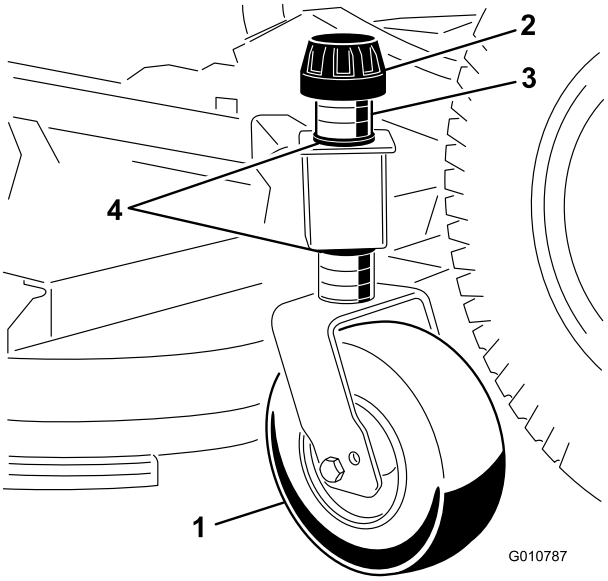

Figur 9
1. Fjern strammehætten, som fastholder dybdehjulet på klippeenhedsbeslagene (Figur 9).